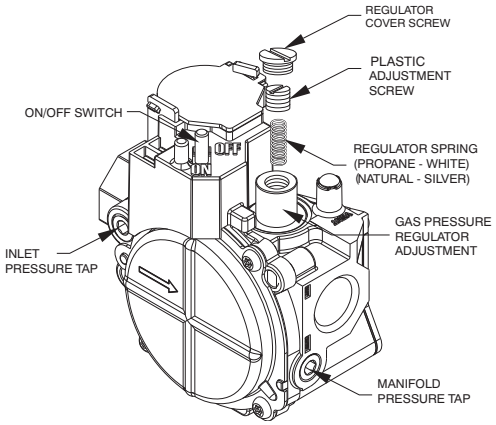

Fig. 14 - Single-Stage Gas Valve
1. Remove regulator cover screw over plastic adjustment screw on gas valve (See Fig. 14).
2. Turn plastic adjustment screw clockwise to increase gas input, or turn plastic adjustment screw counterclockwise to decrease input (See Fig. 14). Manifold pressure must be between 3.2 and 3.8 IN. WC.
3. Replace regulator cover screw on gas valve (See Fig. 14).